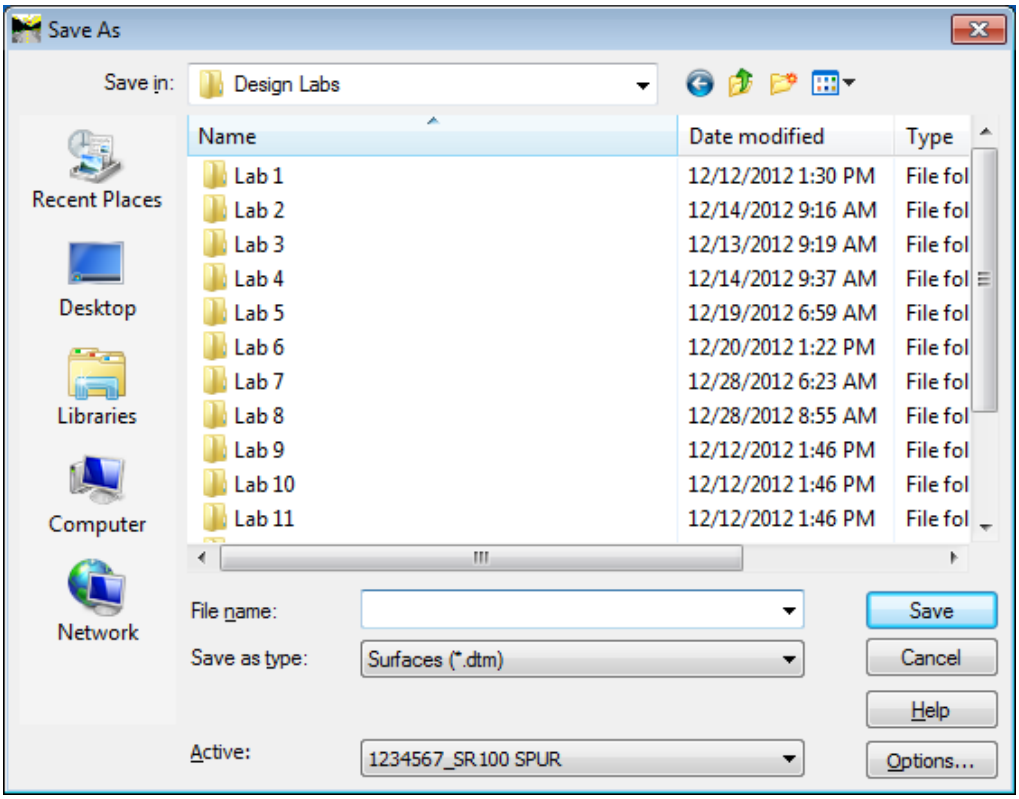

Figure L8-87 Save As
- The **Save As** dialog opens as shown in *Figure L8-87*.